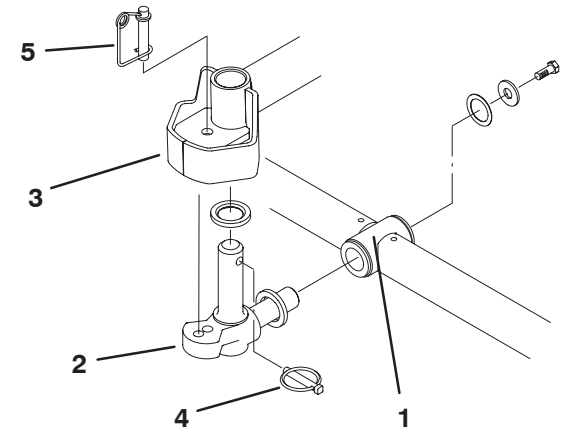

Figur 4
6. För på en tryckbricka på svängledets horisontella axel, såsom det visas i figur 4.